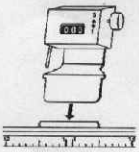

Fig. 4
4) Den Reihenzähler in den mittleren Schlitz am Bett einsetzen (Fig. 4). Es gibt drei Schlitze für den Reihenzähler. Die beiden äusseren rechts und links werden benutzt, wenn die Strickarbeit an einer Seite des Apparates hängt.